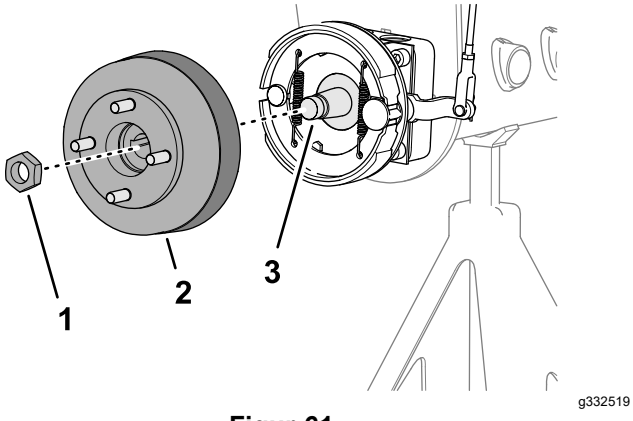
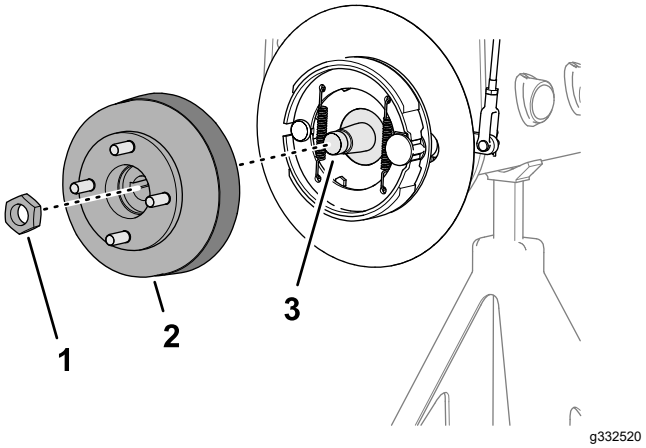

Figur 61
Figur 62
1. Fjern låsemøtrikken, der fastgør navet til hjulmotorakslen (Figur 61 eller Figur 62).
4. Anvend den angivne hjulnavaftrækker til at fjerne hjulnavet og bremsetromlen fra hjulmotorakslen (Figur 61 eller Figur 62).